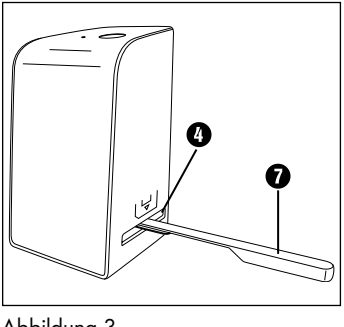

Abbildung 3
♦ Reinigen Sie die Oberfläche der Hintergrundbeleuchtung im Inneren des Gerätes mit der Reinigungsbürste ❼. Schieben Sie dazu die Reinigungsbürste mit der Reinigungsfläche nach unten nur in den rechten Einschub ❹ (siehe Abbildung 3).